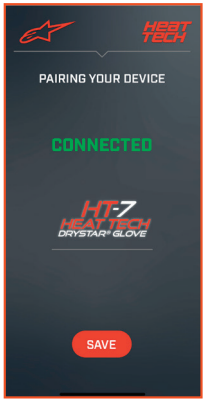

図 2
f. HT-7 HEAT TECH Drystar® グローブのペアリングが完了すると、スマートフォンの画面に「接続完了」と表示されます （アプリの図2を参照)。